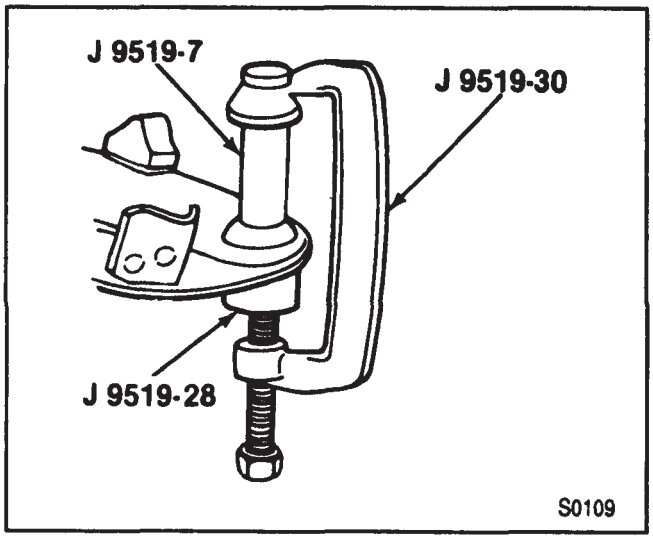

Figure 15—Removing the Lower Ball Joint
6. Lower ball joint (69) from the lower control arm (40).
- Use tools as shown in figure 15.